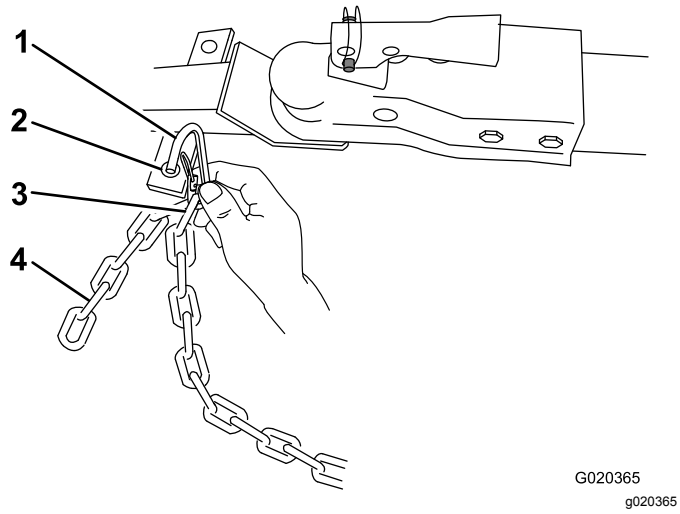

Figure 27
3. Connect each length of chain to the safety chain mounting point on the tow vehicle with the connecting links (Figure 27).
Note: For end-dump models, connect the connecting links to the appropriate links in the safety chain (Figure 27). If the excess chain hangs too low and touches the ground, connect